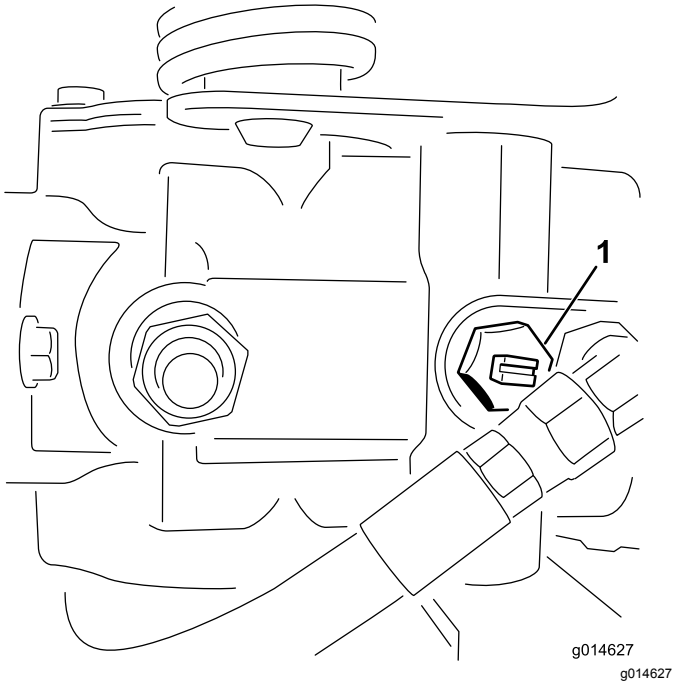

Figuur 43
1. Ga naar de omloopklep op de pomp en draai deze zodat de sleuf verticaal staat (Figuur 43).
2. Voordat u de motor start, moet u de omloopklep sluiten door deze zo te draaien dat de sleuf horizontaal staat (Figuur 43). U mag de motor niet starten als het ventiel open is.